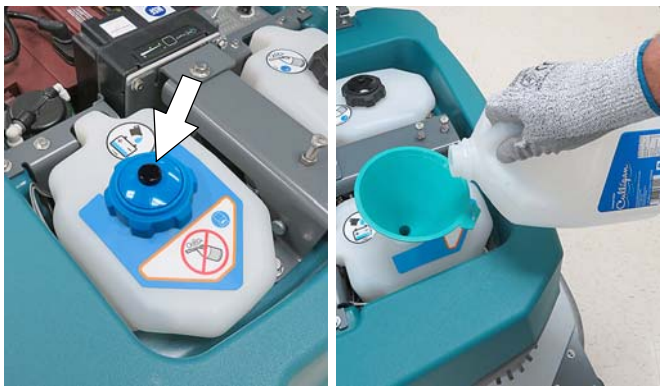

FIG. 115
12. Automatic battery watering option - Refill tank with distilled water (Figure 115). Replace cap.